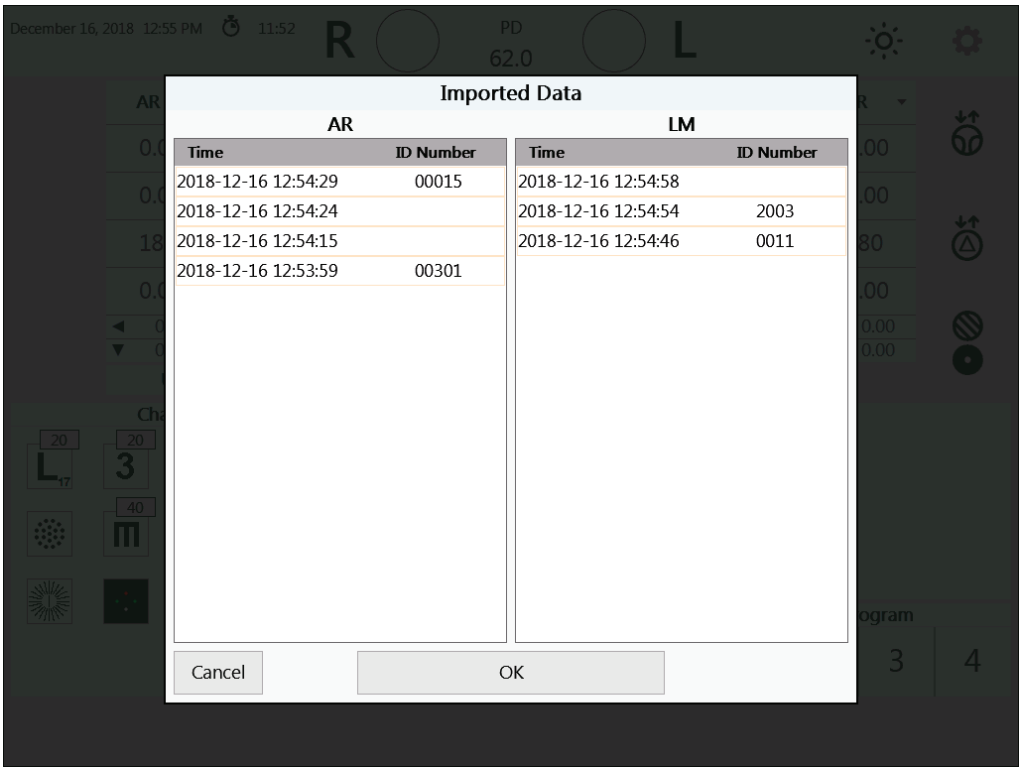

Figure PE-04, Data List
1. Press the **IN** button to access the Imported Data List. A screen with two columns will appear, one for Autorefractor data, one for Lensmeter data. Refer to Figure PE-04.